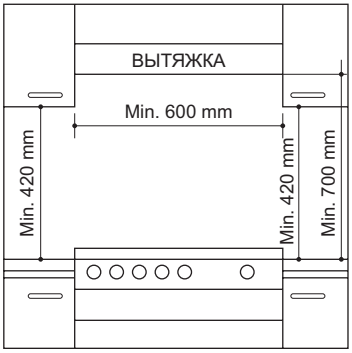

Рис. 4
4. Шкафы, расположенные рядом с вытяжкой, помещают на высоте не менее 420 мм от варочной поверхности (Рис. 4).
5. При установке варочной поверхности под навесным шкафом, расстояние между ними должно быть не менее 700 мм (Рис. 4).